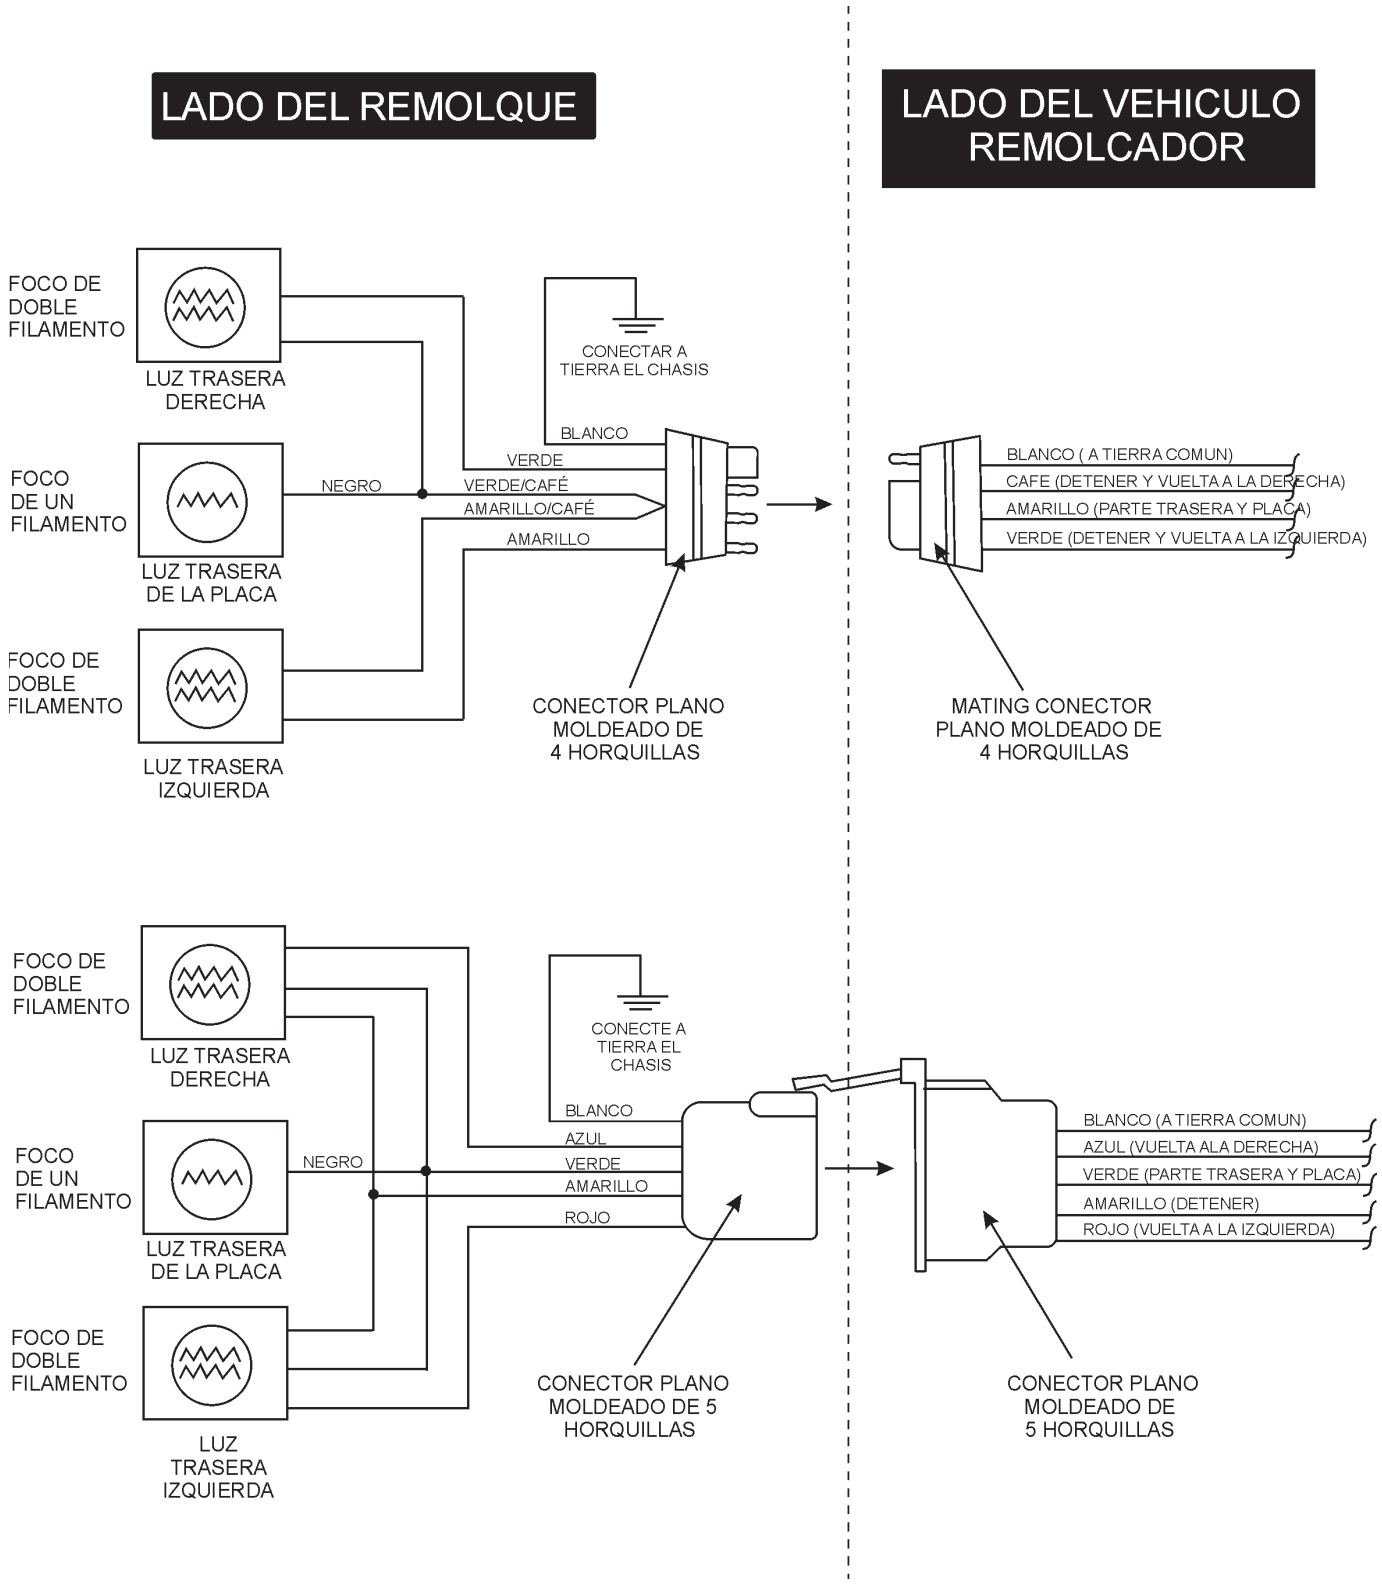

**Figura 77. Diagrama del cableado remolque/vehículo remolcador**
2. Apriete todas la tuercas en secuencia (vea Figura 77). **NO** apriete las tuercas de la rueda completamente. Apriete cada una en 3 pasos separados como esta definido en la Tabla 17.